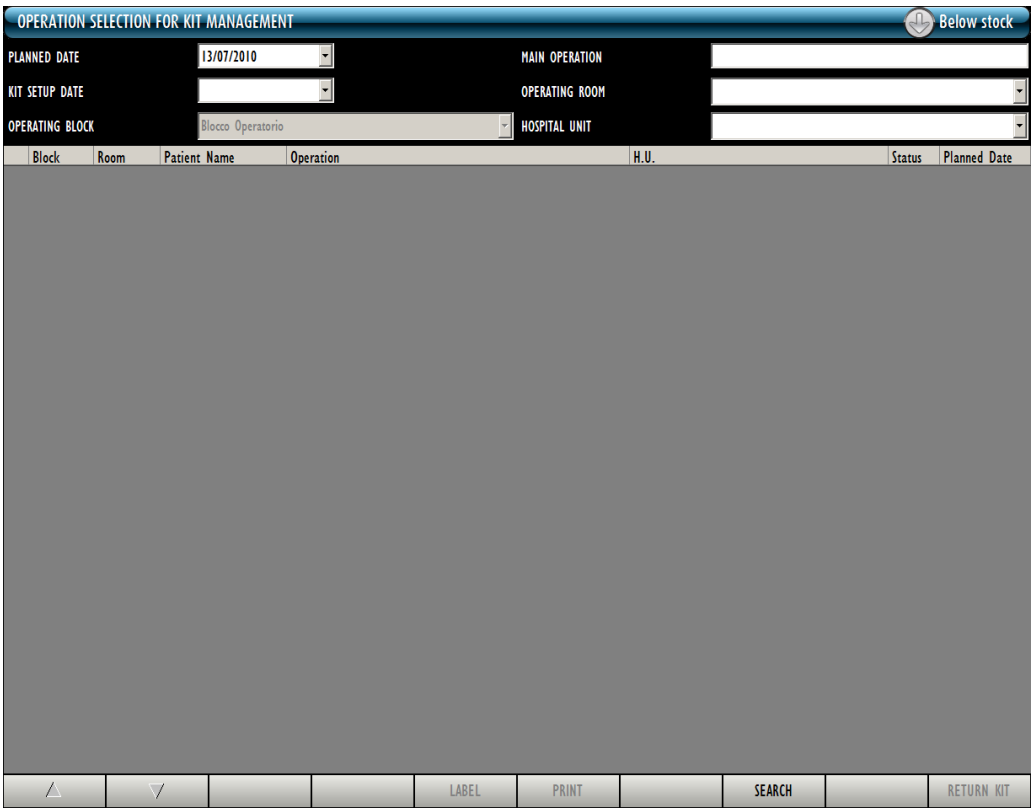

Fig 199 - Operation selection for “return from kit”
- Click the corresponding icon . The following screen opens (Fig 199).
To access the "Operation kits give back" screen, on the "Operation selection" screen (Fig 199),